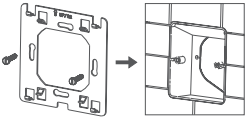

Рисунок 17. Установка терморегулятора в монтажную коробку
3. Подготовить отверстие в стене под монтажную коробку. С помощью отвертки закрепите опорную пластину в монтажной коробке и зафиксируйте ее двумя винтами (рис. 17).